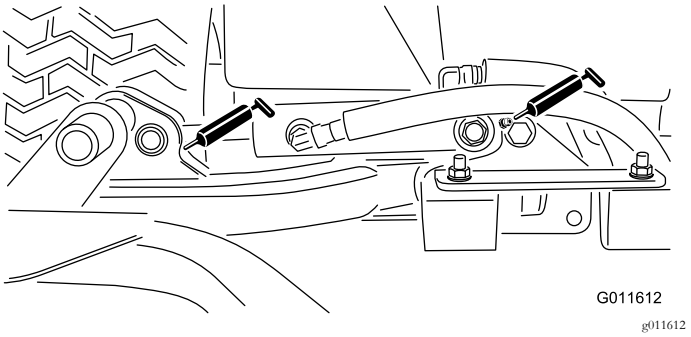

**Figura 30**
- Cilindri del braccio di sollevamento degli apparati di taglio (2 ciascuno) - Figura 30
- Perni orientabili del braccio di sollevamento (1 ciascuno) - Figura 30